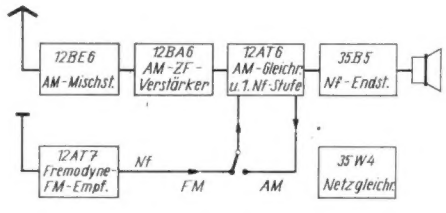

Bild 2. Blockschaltbild eines kombinierten AM-FM-Empfängers
b) als AM-FM-Empfänger (Bild 2).